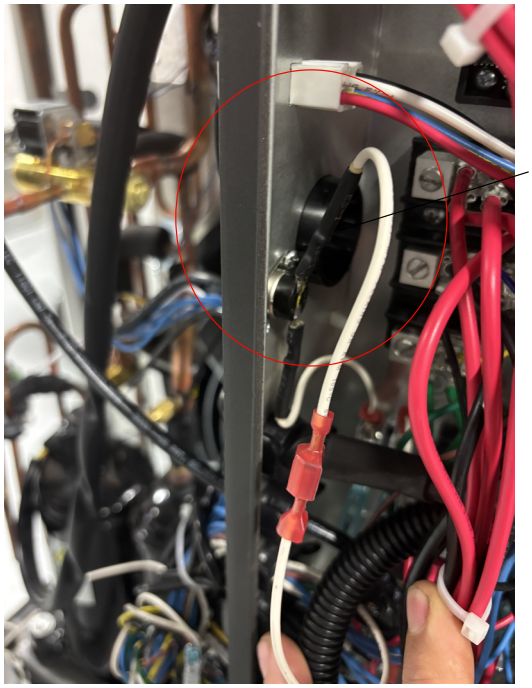

Figure 442 (Basepan Thermostat)
3. If Voltage is available at the relay , check power on both side of the inline thermostat. See figure 442. Strip back heatshrink and check that switch is closed if below 32 degrees and open if above 50 degrees. Reinstall heatshrink.